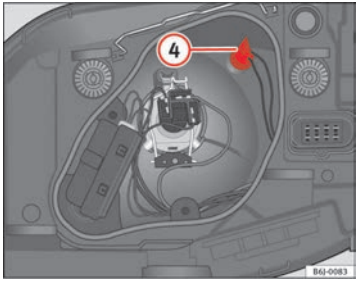

Fig. 140 Side lights
– Remove the bulb holder (4) ⇒ fig. 140 outwards.